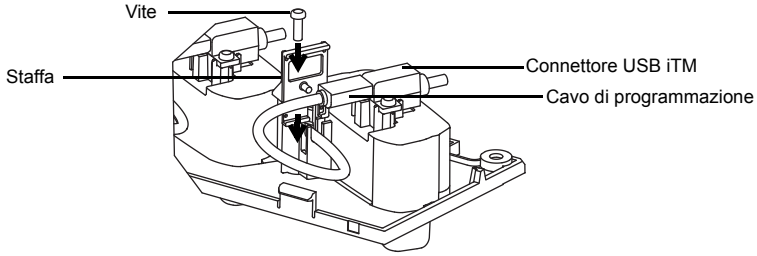

Figura 13: Fissaggio del cavo di programmazione.
4. Fissare la staffa in plastica e la vite per serrare il cavo di programmazione (vedere la Figura 13).